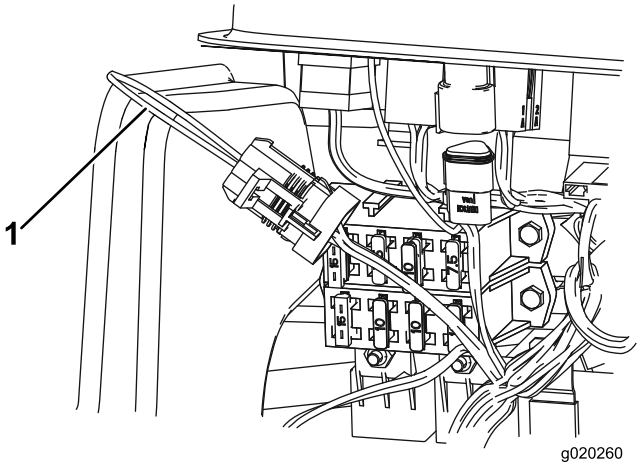

Figur 41
3. Lokaliser ledningsnettet og sløjfetilbagekoblingen (Figur 41).